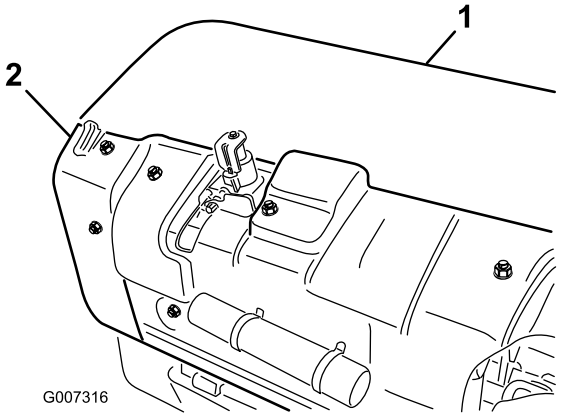

Figuur 29
A. Verwijder de kap van de achterste beluchterkop (Figuur 29).
B. Verwijder de bevestigingsbouten van het poeliescherm en verwijder het scherm (Figuur 29).